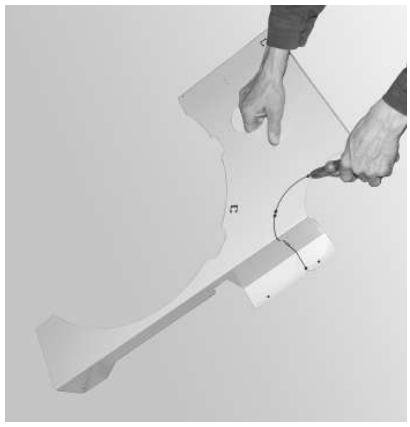

Fig. 119 Dégager l'orifice prédécoupé, uniquement sur les chaudières à pellets de 15 kW
– Dégager l'orifice prédécoupé au niveau de la partie supérieure du revêtement – Fig. 119.